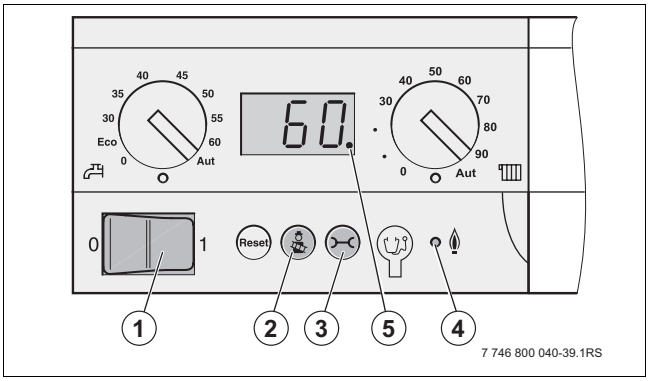

Rys. 62 Pole obsługowe sterownika bazowego
- Uruchomić gazowy kocioł kondensacyjny ustawiając wyłącznik główny na polu obsługowym sterownika bazowego na „1“ (Załączony) (→ rysunek 62, [1]).
- Kropka dziesiętna (→ rysunek 62, [5]) gaśnie.